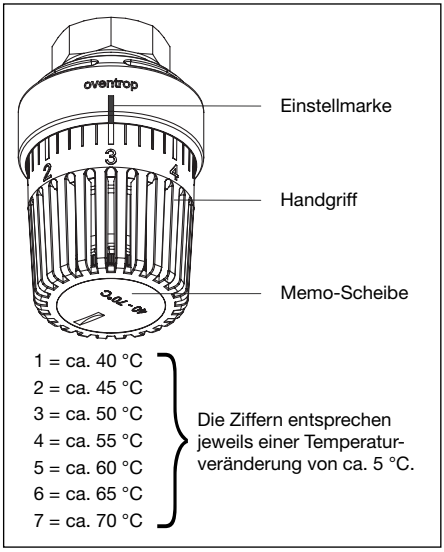

Abb. 8.3 Einstellung Trinkwassertemperatur
- Zapftemperatur muss die gewünschte Vorgabe erreichen. Gegebenenfalls Einstellung am thermostatischen Temperaturregler prüfen (Abb. 8.3).